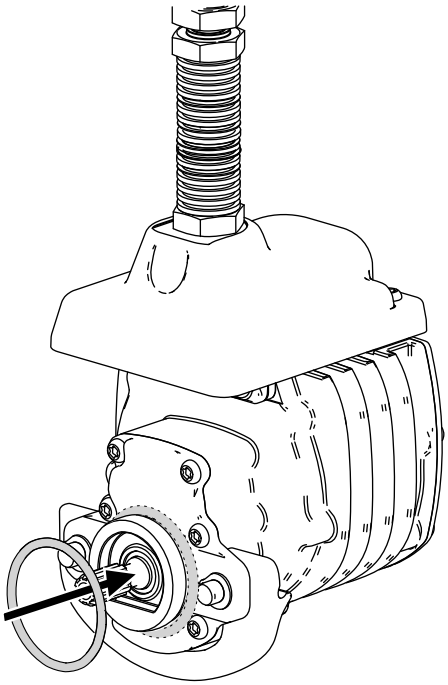

Figur 10
3. Montera en o-ring på varje cylindermotor enligt Figur 10.